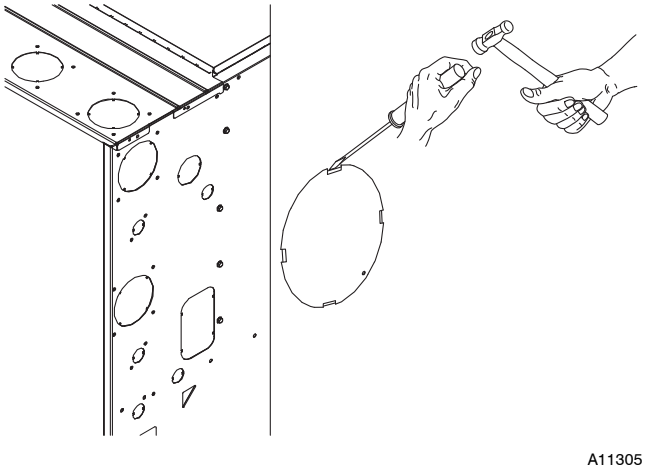

Fig. 12 - Knockout Removal
1. Remove the 7/8-in. knock-out from the right side of the casing. (See Fig. 12 .)
3. Remove the knock-out from the left side of the casing. (See Fig. 12.)